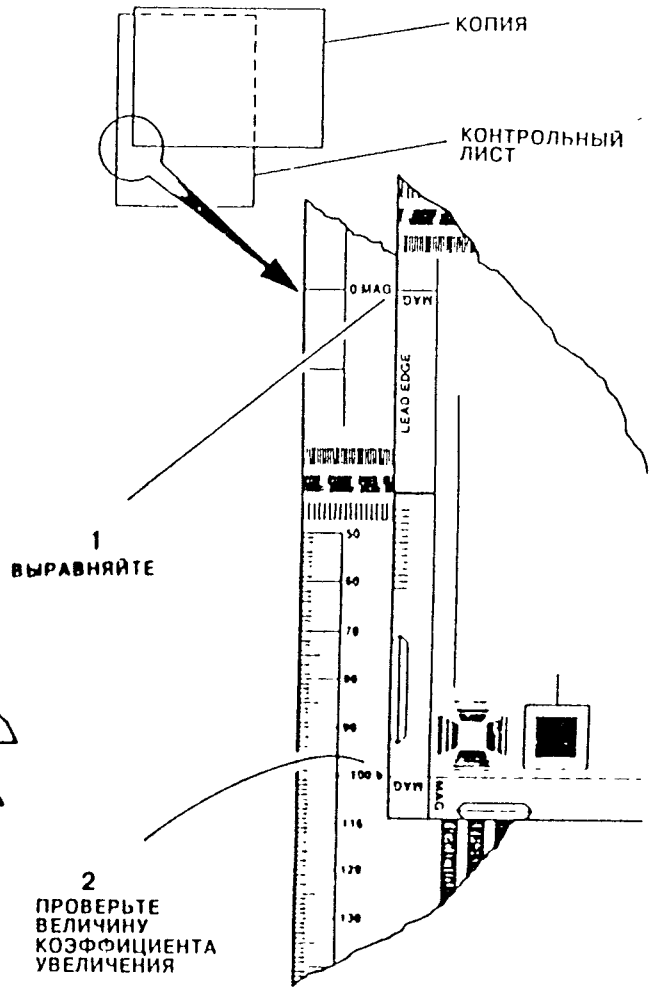

Рис. 3. Проверка поперек направления сканирования
5. **Поперек направления сканирования (50 – 141,4%):** Положите пятую копию поверх контрольного листа (смотрите Рис. 3) и проверьте, что коэффициент увеличения или уменьшения находится в пределах допуска (смотрите Таблицу 1). Если коэффициент увеличения/уменьшения не находится в пределах допусков, то выполните процедуру регулировки.